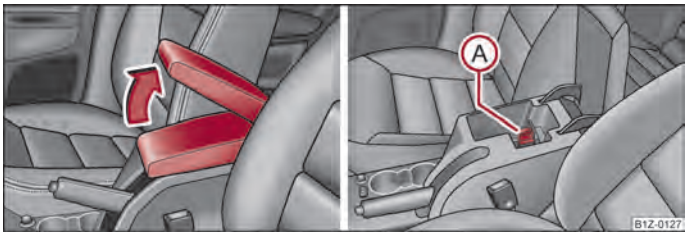

Fig. 84 Armrest: Storage compartment/cooling of storage compartment
– Open the lid of the armrest in the direction of arrow ⇒ fig. 84 - left.